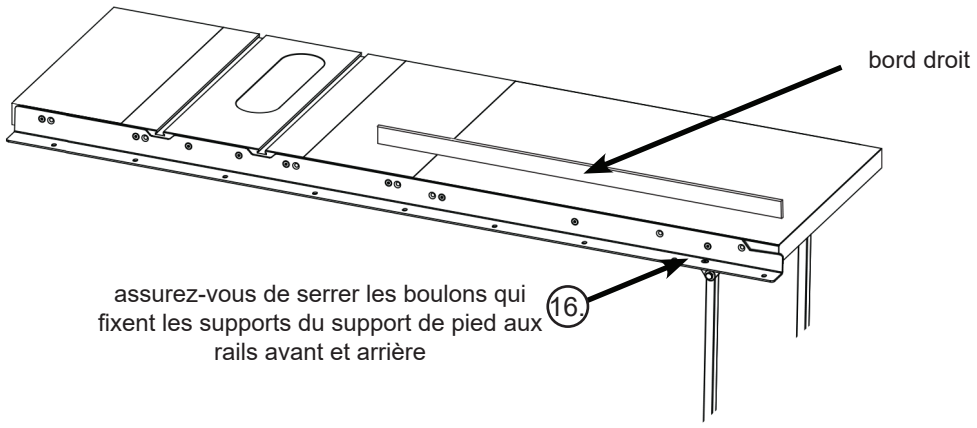

Fig. 14
14. Utilisez un bord droit pour niveler le bord avant de l'aile de rallonge gauche au dessus de la table en fonte (voir Fig. 14). Il se peut que vous ayez à tirer ou à pousser sur la table de rallonge pour la mettre à niveau. Une fois le bord avant de la table de rallonge de niveau, utilisez une clé hexagonale de 5 mm et une clé de 13 mm pour serrer complètement les écrous sur les boulons le long du rail avant. Répétez le processus pour niveler le bord arrière de la table de rallonge. De plus, s(16)ez complètement les boulons qui fixent les supports du support de pied aux rails avant et arrière (boulons à l'étape 8).